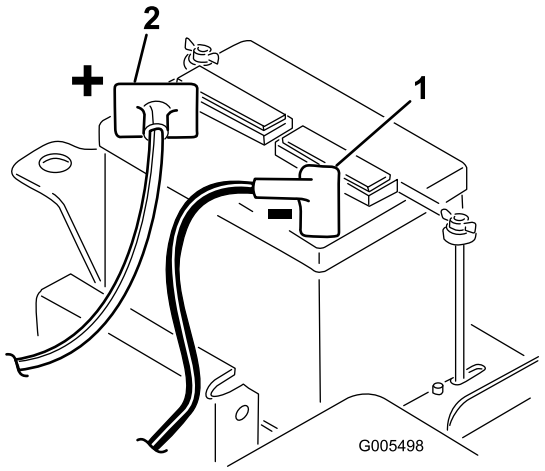

Figura 5
2. Conecte el cable positivo (rojo) de la batería desde el solenoide del motor de arranque al borne positivo (+) de la batería (Figura 5). Apriételo con una llave y unte de vaselina el terminal. Asegúrese de que el cable no toca el asiento, cuando éste está en la posición más hacia atrás, puesto que esto podría desgastar o dañar el cable.